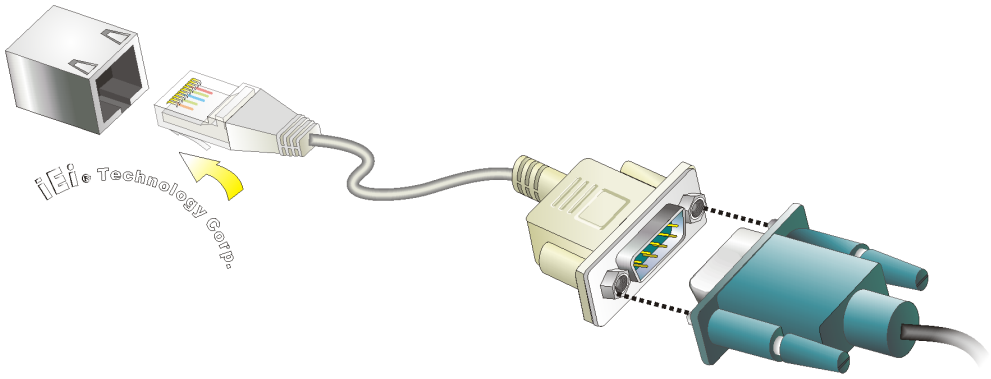

Figure 3-22: RJ-45 RS-232 Serial Device Connection
Step 2: **Insert the RJ-45 connector**. Insert the RJ-45 connector on the RJ-45 to DB-9 COM port cable to one of the RJ-45 RS-232 connectors on the TANK-700. See **Figure 3-22**.